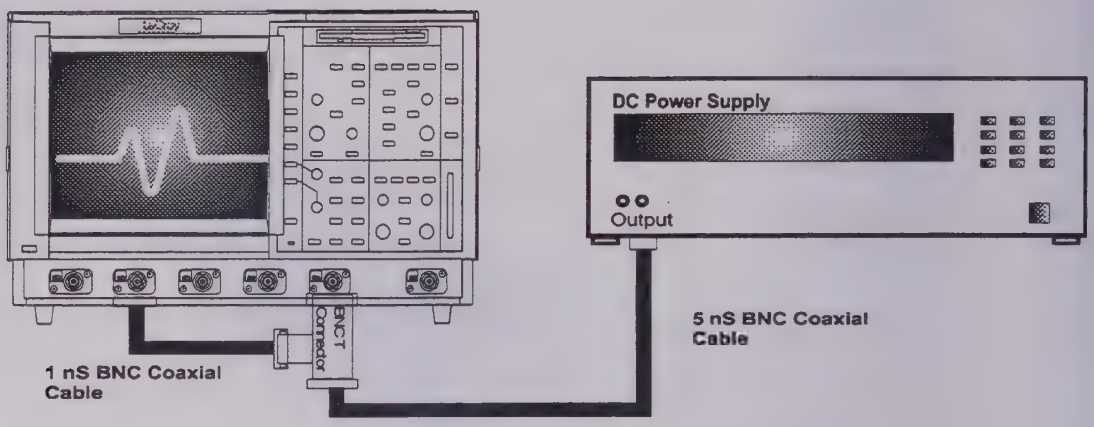

Figure 5-15 : External Overload Equipment Setup
- Connect the test equipment as shown in Figure 5-15.